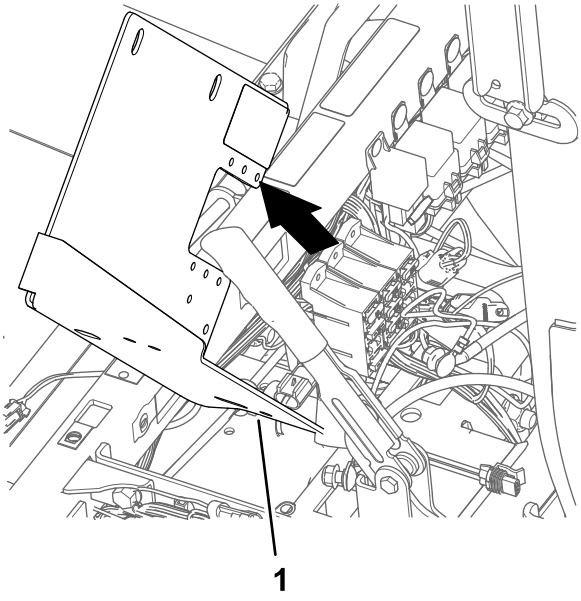

Figuur 172
6. Haal de accubeugel van de machine (Figuur 172).